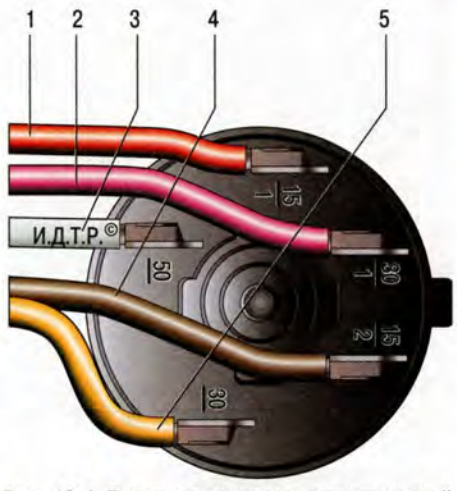

Рис. 10.4. Расположение выводов контактной группы выключателя (замка) зажигания
7. Припаяйте провода к выводам контактной группы в следующем порядке (рис. 10.4):